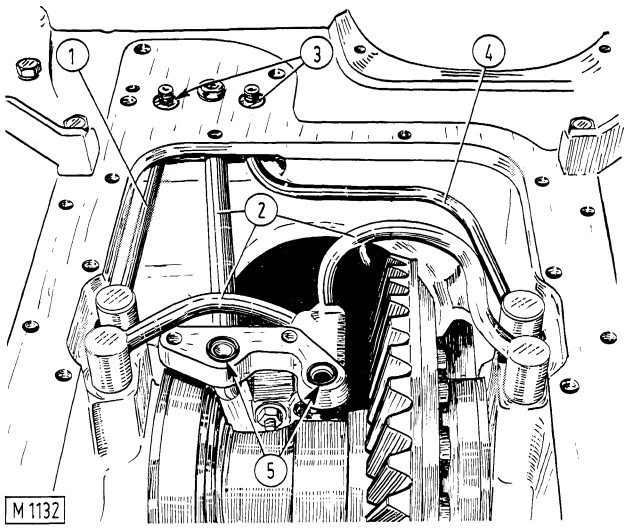

Fig. 9-2 - Inner axle piping.
Withdraw inner lube oil piping assembly (2, fig. 9-2)
Connect steering clutch hydraulic oil pipings (1 and 4, fig. 9-2) with interposed O-ring and fasten by means of set screws (3)